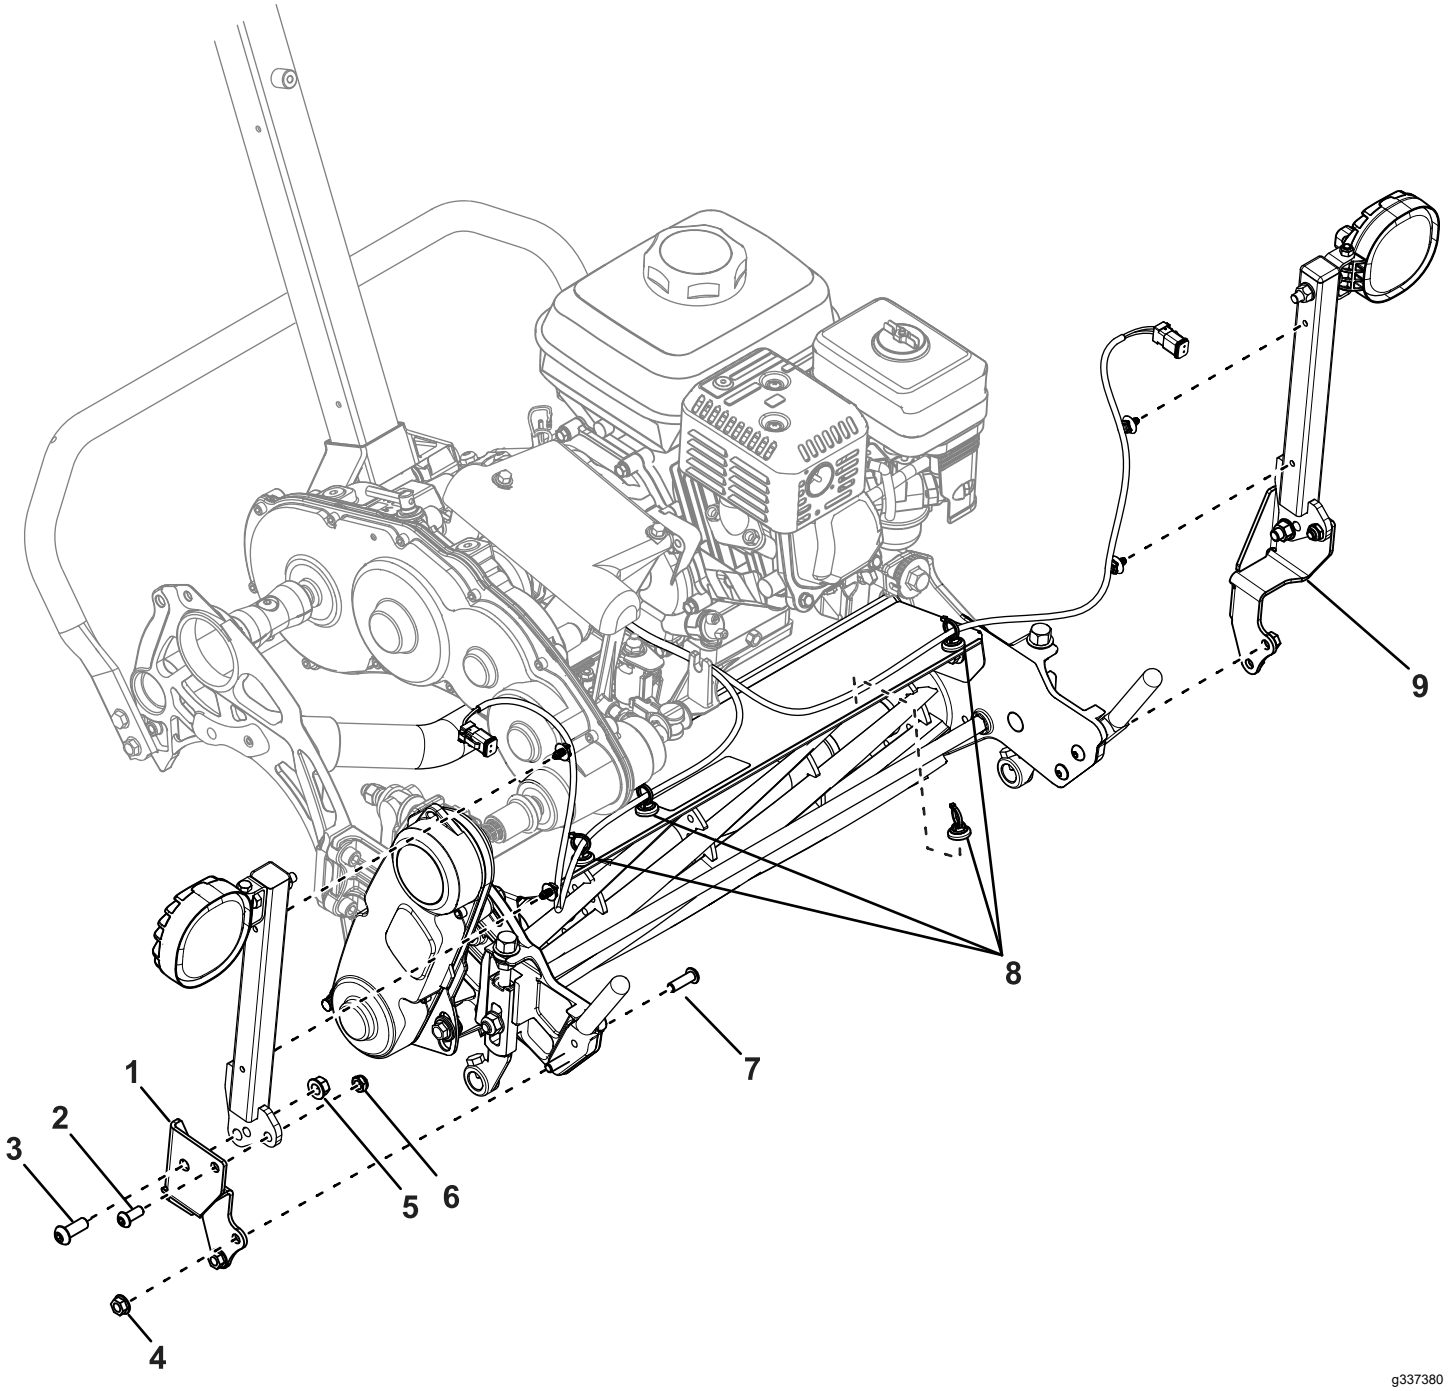

Figura 2
1. Utilice 2 tornillos allen (5/16"), 2 contratuercas, 2 tornillos allen (⅜") y 2 tuercas con arandela prensada (⅜") para sujetar los soportes de las luces a los soportes de montaje (Figura 2).
3. Utilice 4 pernos y 4 tuercas con arandela prensada (5/16") para sujetar los soportes de montaje a los soportes del recogedor de la unidad de corte (Figura 2).
4. Instale los soportes del arnés de cables en las posiciones indicadas en la Figura 2.